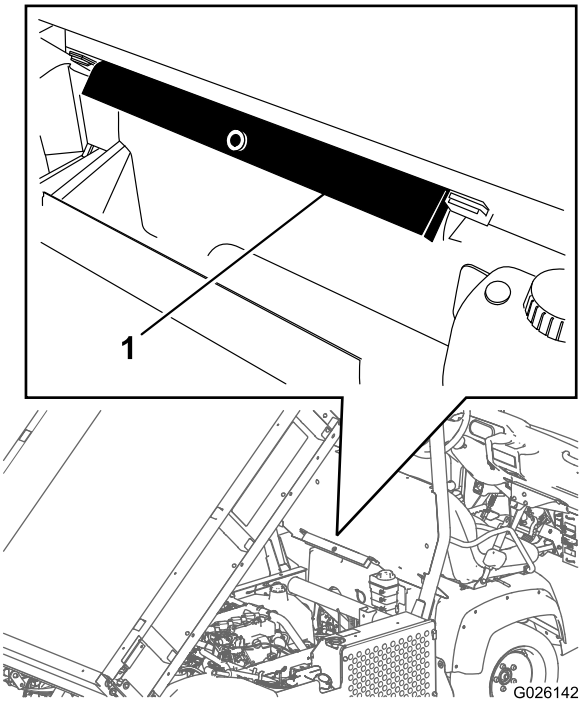

Figur 31
2. Fjern ladstøtten fra opbevaringsbeslagene bag på styrtbøjlepanelet (Figur 31).